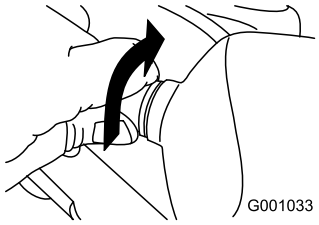

Bild 56
2. Drehen Sie den Sockel der Glühbirne nach links, bis er stoppt (Bild 56).